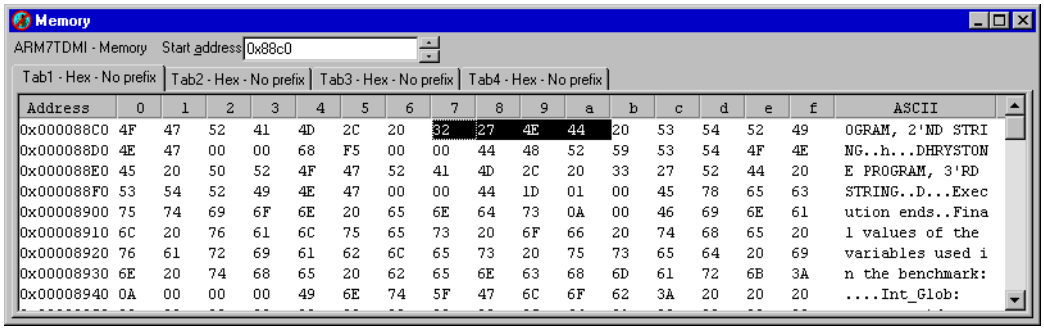

Figure 3-10 Changing contents of memory
6. Click the **Cancel** button to close the Search Memory dialog. Reposition and resize the Memory window if necessary, to see a display similar to that in Figure 3-10.